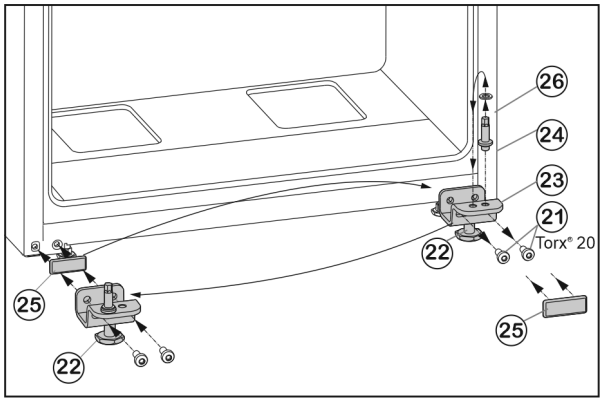

Fig. 9
- ▶ Dévisser les vis de fixation *Fig. 9 (21)*.
- ▶ Retirer l'ensemble du support de palier inférieur *Fig. 9 (23)* avec le boulon de palier *Fig. 9 (24)*, la rondelle *Fig. 9 (26)* et le pied de réglage *Fig. 9 (22)*.
- ▶ Dévisser l'ensemble du boulon de palier *Fig. 9 (24)* avec la rondelle *Fig. 9 (26)*, déplacer le tout dans le trou de préhension du côté opposé du support de palier et revisser fermement.
- ▶ Retirer avec précaution la plaque de recouvrement *Fig. 9 (25)* et la déplacer du côté opposé.
- ▶ Revisser l'ensemble du support de palier inférieur *Fig. 9 (23)* avec le boulon de palier *Fig. 9 (24)*, la rondelle *Fig. 9 (26)* et le pied de réglage *Fig. 9 (22)* du côté de la nouvelle charnière, au besoin à l'aide d'une visseuse sans fil **(en appliquant un couple de 4 Nm)**.
- ▶ Placer la porte à partir du haut sur le boulon de palier *Fig. 9 (24)*.
- ▶ Dévisser le pied de réglage *Fig. 9 (22)* sur le support de palier inférieur *Fig. 9 (23)* jusqu'à ce qu'il repose au sol.